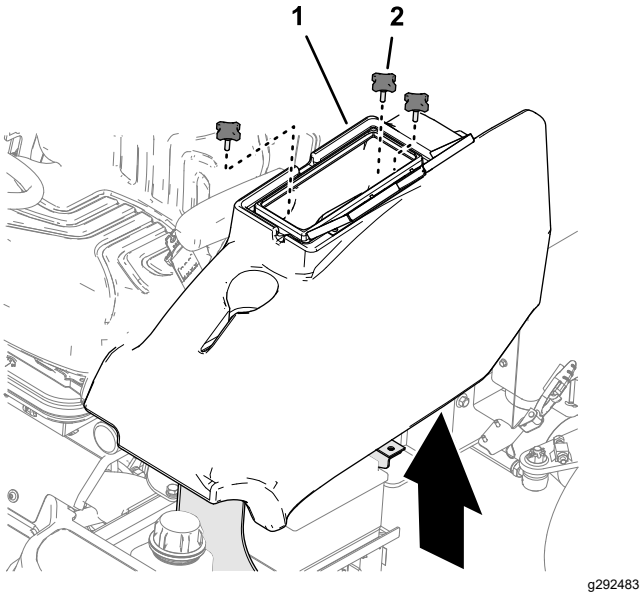

Rysunek 53
1. Z lewej strony podestu operatora otwórz klapę schowka (Rysunek 53).
2. Odkręć 3 gałki mocujące schowek do maszyny i zdemontuj schowek (Rysunek 53).